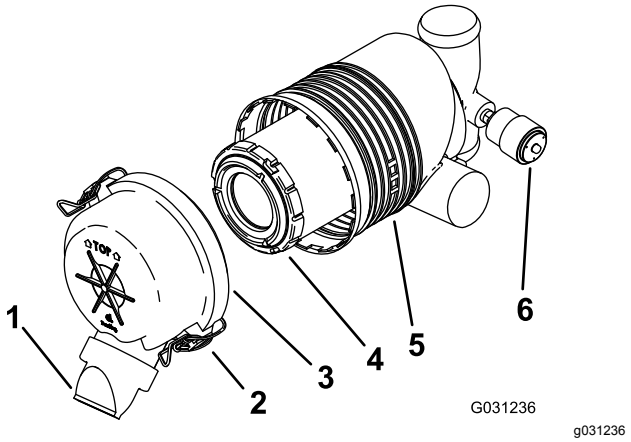

**Rysunek 43**
***Ważne:*** **Filtr powietrza wymieniaj tylko wtedy, gdy wskaźnik serwisowy wskazuje kolor czerwony (Rysunek 43). Zbyt wczesna wymiana filtra powietrza może jedynie zwiększyć ryzyko wprowadzenia zanieczyszczeń do silnika po zdjęciu filtra.**
5. Zwolnij zatrzaski znajdujące się na filtrze powietrza i zdejmij pokrywę filtra powietrza z obudowy filtra (Rysunek 43).
- Jeżeli wskaźnik serwisowy jest przezroczysty, zamontuj pokrywę filtra powietrza wraz z osłoną przeciwpyłową, skierowaną w dół i zamocuj zatrzaski (Rysunek 43).
1. Delikatnie wysuń filtr powietrza z obudowy (Rysunek 43).
3. Ostrożnie zamontuj filtr (Rysunek 43).
4. Zamontuj pokrywę filtra powietrza wraz z osłoną przeciwpyłową skierowaną w dół i zamocuj zatrzaski (Rysunek 43).